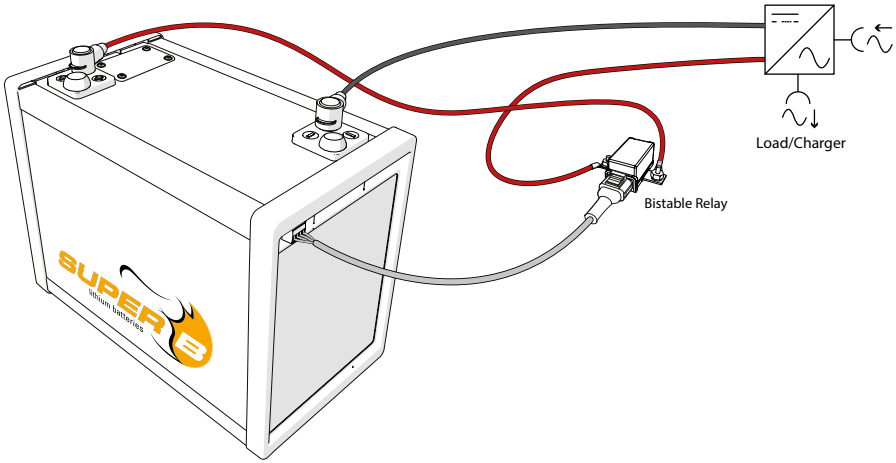

Abbildung 9. Abbildung 11. Anschluss der Batterie an die Last
2. Verbinden Sie den +-Pol der Batterie mit dem - oder B-Pol des Relais (siehe Abbildung 9).